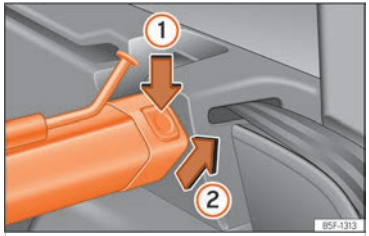

Fig. 186 Al maleter: desmuntar la xarxa de separació.
- Premeu la tecla de desbloqueig esquerra o dreta ››› fig. 186 en el sentit de la fletxa ①.
- Traieu la carcassa del suport en el sentit de la fletxa ››› fig. 186 ②.
- Premeu la carcassa en els suports esquerre i dret en el sentit contrari al de la fletxa ››› fig. 186 ② fins que encaixi. Les marques vermelles de les tecles de desbloqueig no s'han de veure més.